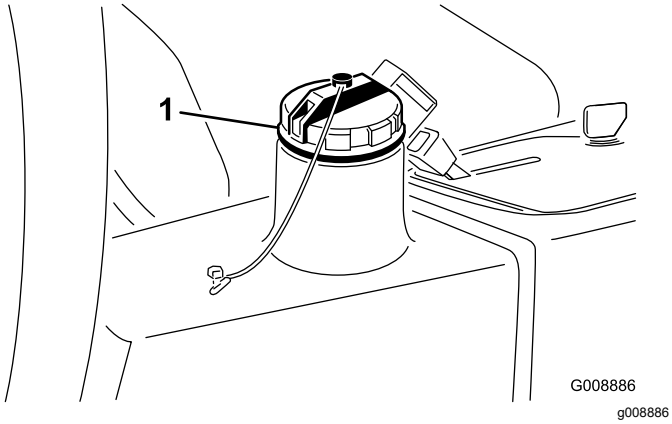

Figuur 76
- Mobil EAL Envirosyn H 46 (VS)
2. Reinig de omgeving van de vulbuis en de dop van de hydraulische tank (Figuur 76).